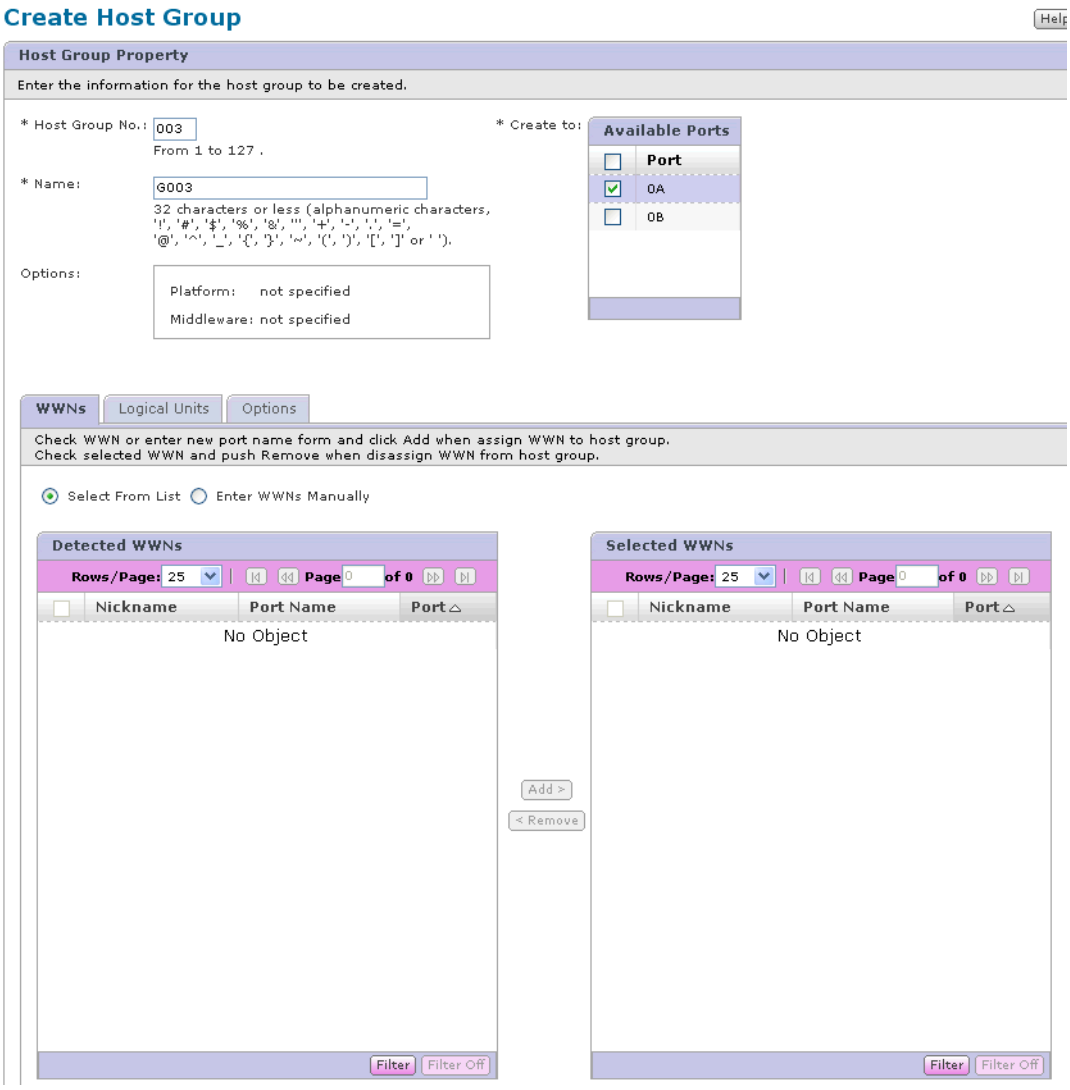

Figure 8-25: Host Group Property Window-WWNs Tab
1. In the Host Groups tab, click **Create Host Group** or **Edit Host Group**. Figure 8-25 appears